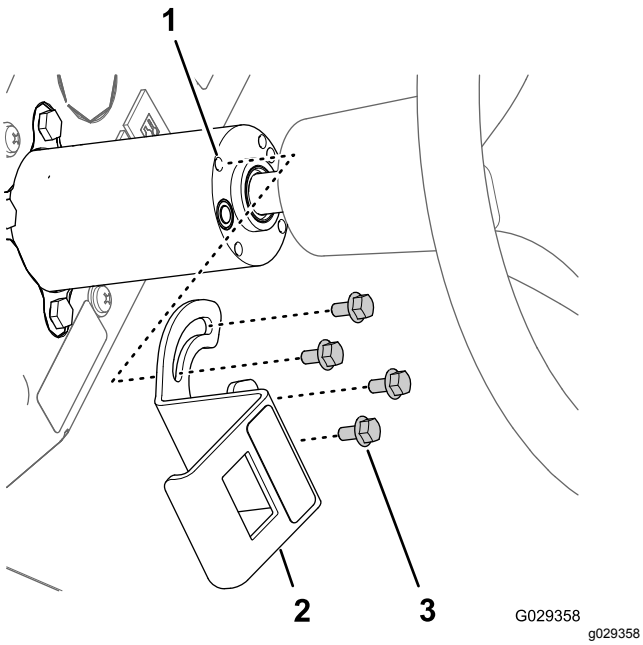

Figur 208
1. Rikta in spåren på monteringsfästet för omkopplaren för skumreglering mot de fyra gängade insatserna på styrkolonnen (Figur 208).
3. Rikta in kontakten med åtta uttag genom fästets öppning och anslut kontakten till stiften (Figur 208) på baksidan av växelpaddeln med tre lägen (omkopplare för skumreglering).